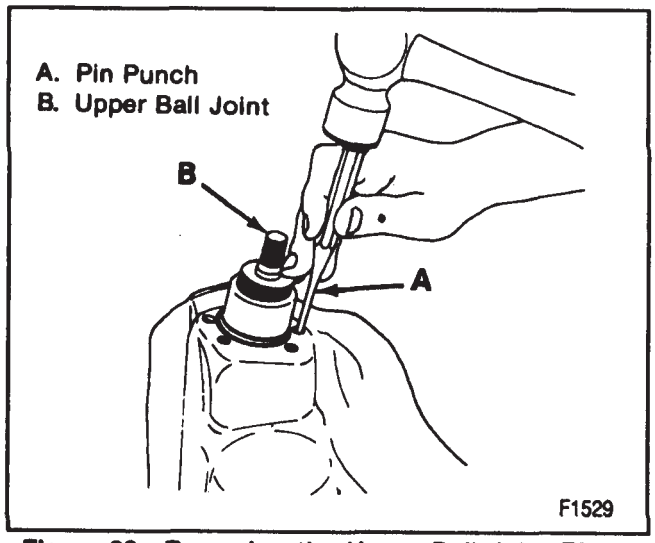

Figure 20—Removing the Upper Ball Joint Rivets
- Punch the rivets out using a small pin punch (figure 20).
6. Upper ball joint (66).